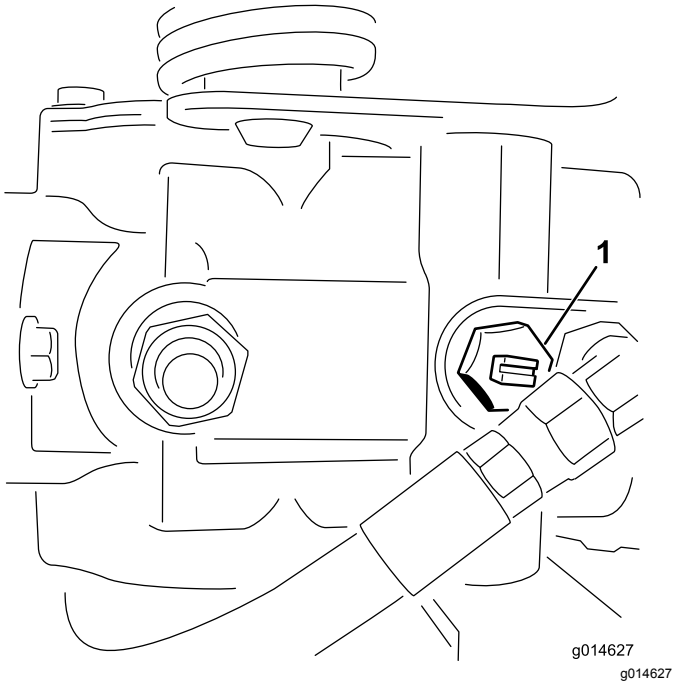

**Figur 29**
1. Lokalisera överströmningsventilen på pumpen och vrid den så att skåran är lodrät (Figur 29).
2. Stäng överströmningsventilen genom att vrida den så att skåran är vågrät (Figur 29) innan du startar motorn.